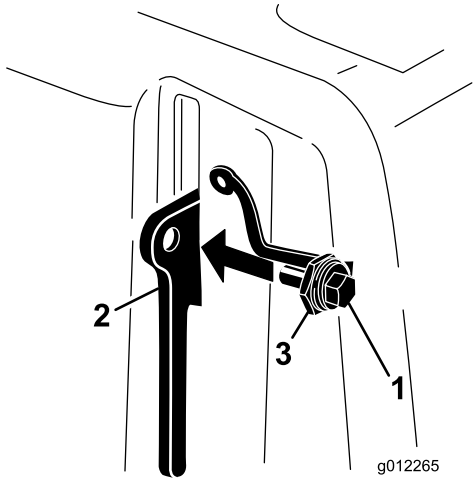

**Figuur 10**
3. Draai de bout in de handgreep van de vergrendeling op de riemkap (Figuur 10).